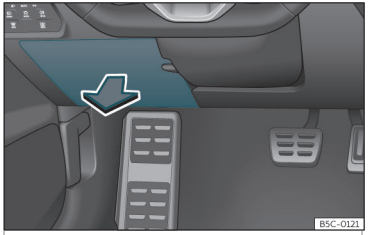

Fig. 47 On the driver's side dashboard: fuse box cover.
- *Open:* fold the cover down>>> **Fig. 47**.